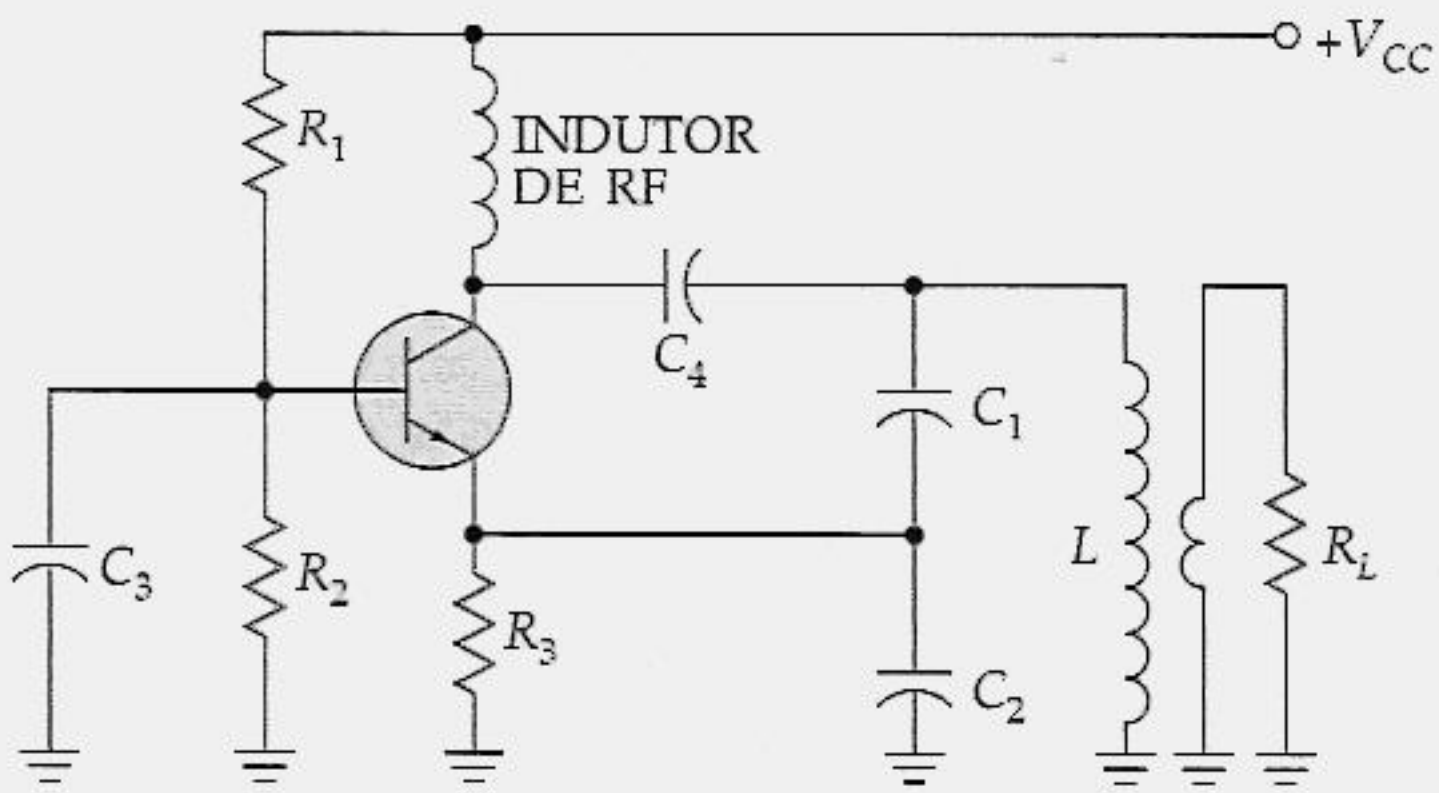

Figura 22.13 O oscilador BC pode oscilar em freqüências mais altas que o oscilador EC.
Quando o sinal de realimentação de um oscilador alimenta a base, aparece uma capacitância Miller grande através da entrada. Isto produz uma freqüência de corte relativamente baixa, o que significa que o ganho de tensão pode ser muito baixo na freqüência de ressonância que queremos. Para se obter uma freqüência de corte mais alta, o sinal de realimentação pode ser aplicado ao emissor, como mostra a Figura 22.13. O capacitor C_3 faz o terra *ca* da base, e assim o transistor se comporta como um amplificador de base comun (BC). Um circuito como este pode oscilar em freqüências mais altas porque o seu ganho de alta freqüência é maior do que o de um oscilador EC comparável. Com o acoplamento indutivo na saída, o circuito-tanque está ligeiramente carregado e a freqüência ressonante ainda é dada pela Equação (22.5).